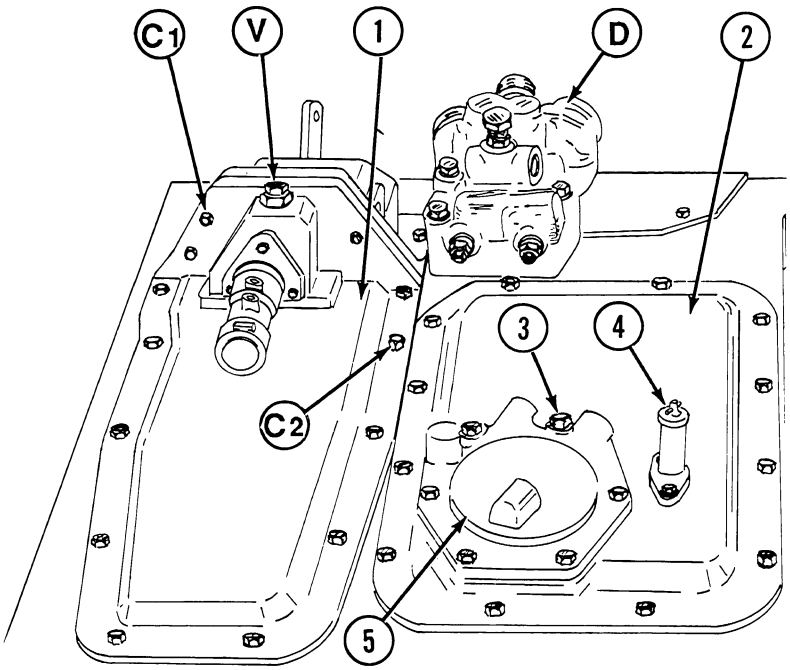

Fig. 10-10 - Steering clutch covers
Back off capscrews (C2, fig. 10-10) and take off axle casing side cover (1).
Install brake bands, as shown in para. 11-3, fit brake cover using capscrews (C1, fig. 10-10) and side cover (1), smearing the contact surfaces on brake cover and axle casing with jointing compound.